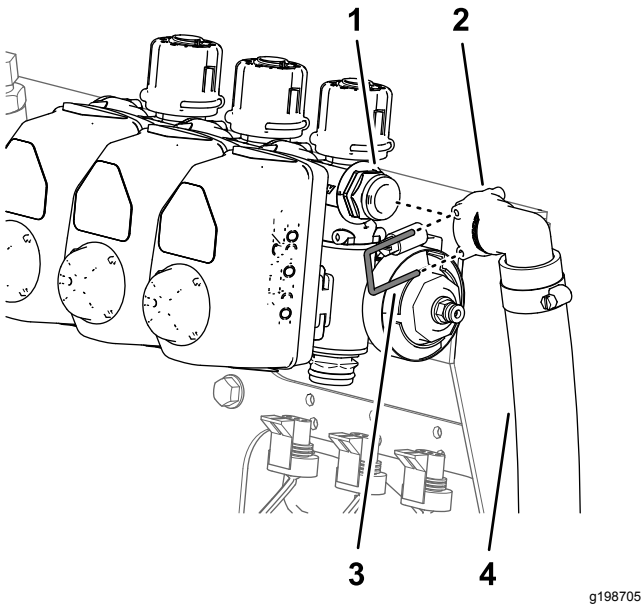

Rysunek 61
- **W przypadku maszyny bez opcjonalnego zestawu lancy do zraszania ręcznego lub opcjonalnego zestawu elektrycznego zwijania węża,** odłącz małą zapinkę mocującą szybkozłącze węża obejściowego do szybkozłącza prawego zaworu obejścia sekcji (Rysunek 61).